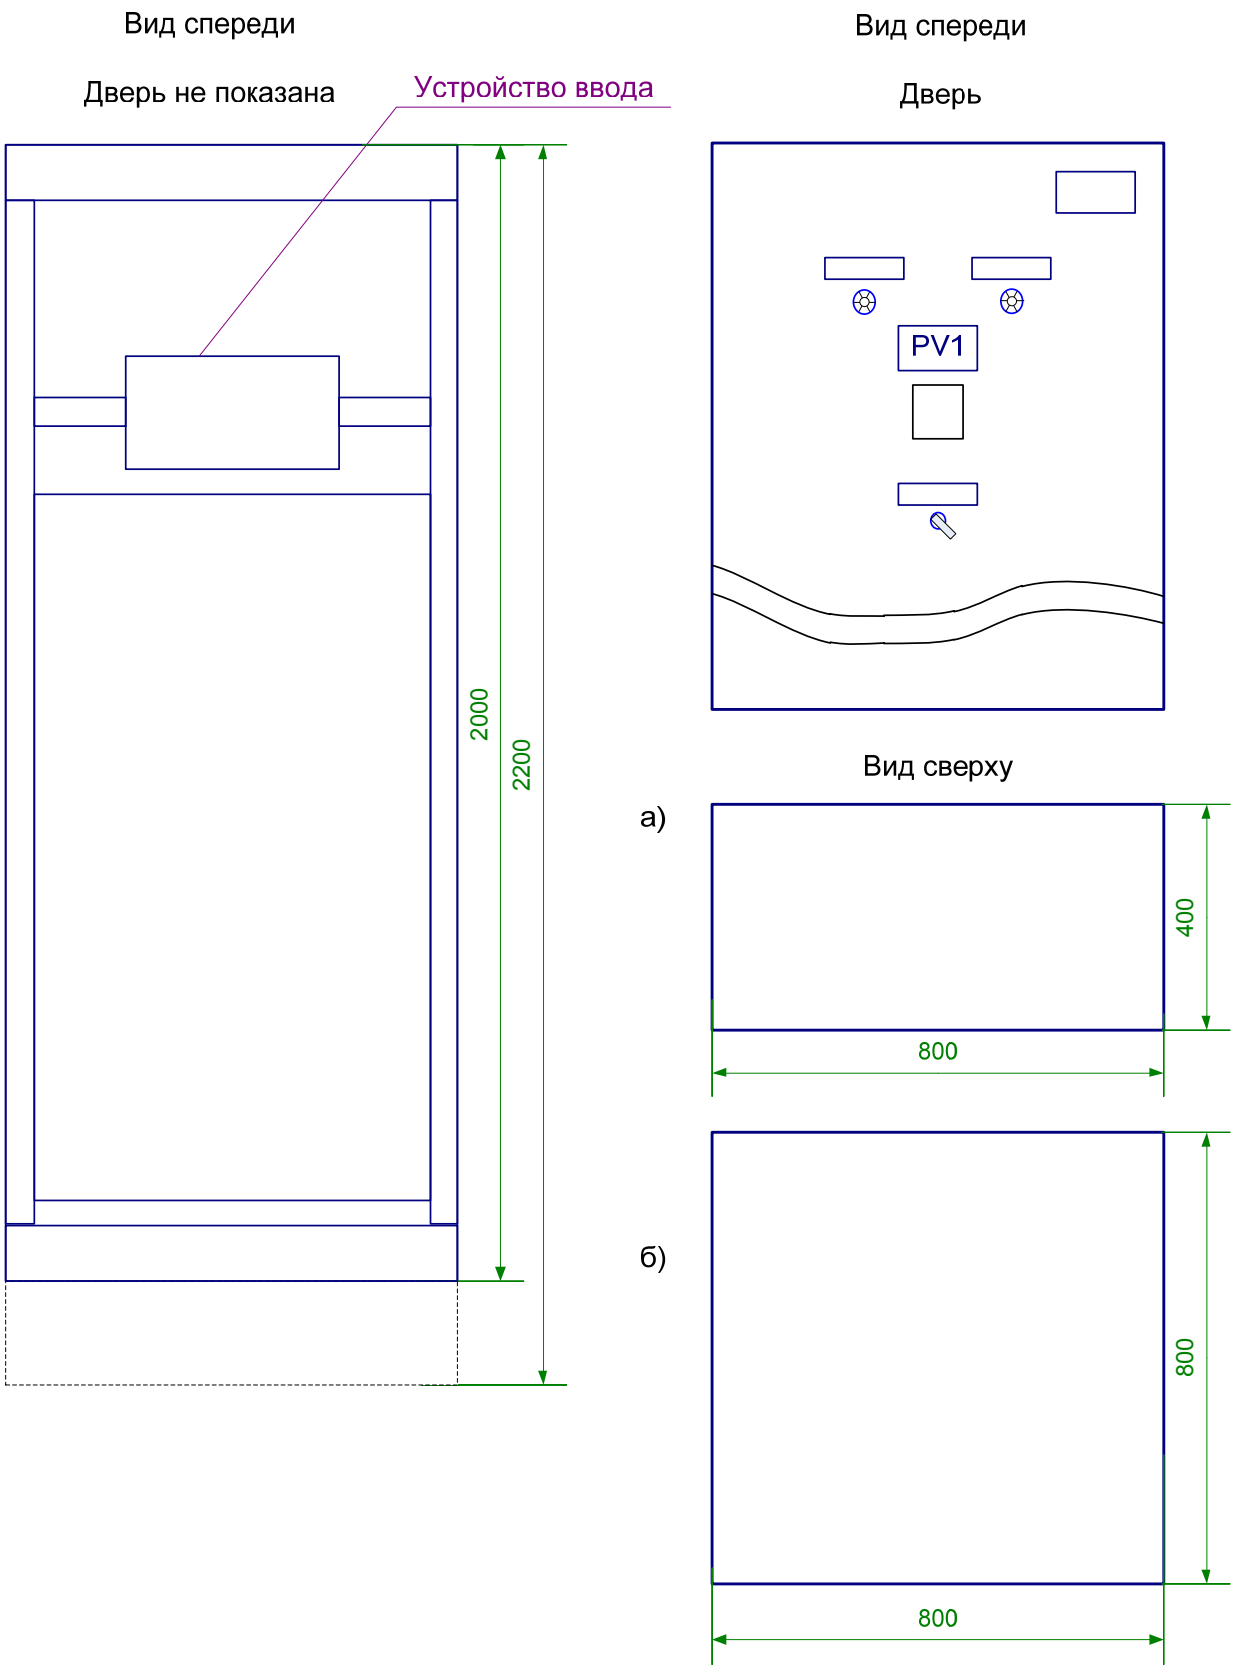

Рис. 4
- для подвода кабеля сверху, рис.4.